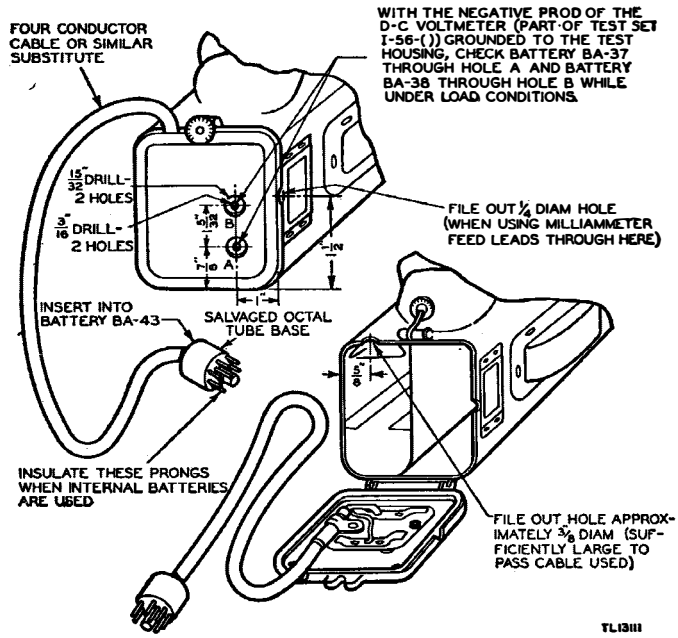
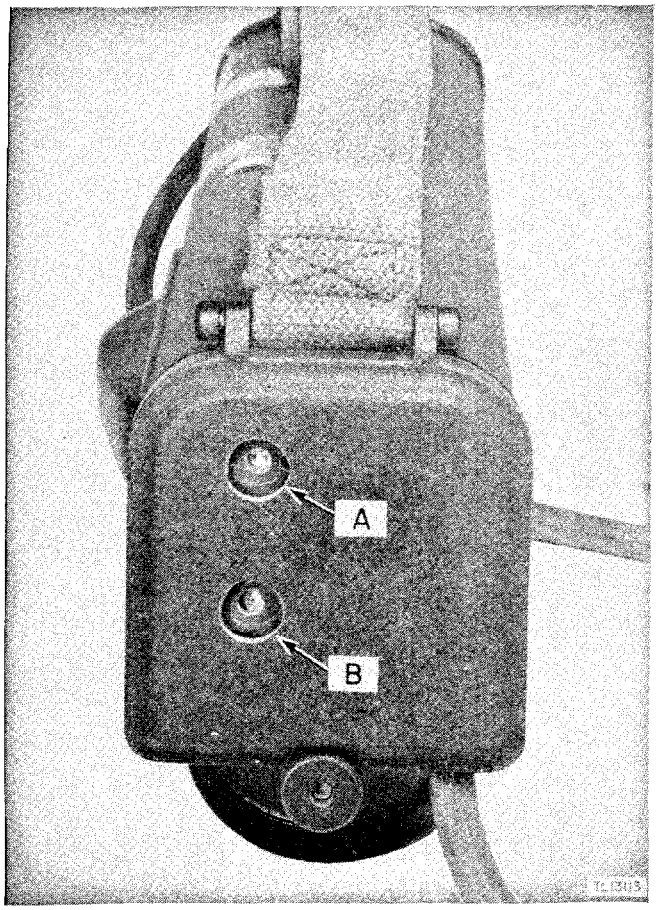

Figure 76. Location of holes in bottom cover.
Figure 77. Battery check holes.
d. Locate and file a 3/8-inch hole and a 1/4-inch hole in the bottom cover and bottom of case as shown in figure 76.
e. Close the bottom cover. Locate, center-punch, and drill two 3/16-inch holes through the cover and battery contact board, exposing the contact clips at points A and B as shown in figures 76 and 77. Care should be taken not to drill through the battery contact clips. Do not perform this operation on models equipped with the bottom cover with jacks for ex-
ternal use. To check voltage under load on these models, connect the meter test prods to the proper contacts of the plug used to connect an external battery. (See fig. 76.)
f. Remove the two screws holding the battery contact board to the bottom cover, remove the battery contact board, and enlarge holes A and B in the cover using a $\frac{15}{32}$-inch drill. (See figs. 76 and 77.) For reference purposes, apply name tabs as shown in figure 77.